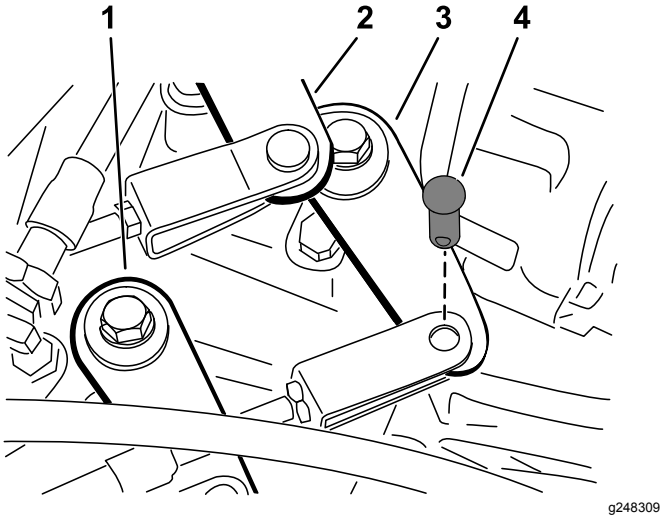

Figura 44
2. Togliete i perni che fissano i cavi ai bracci del cambio del transaxle (Figura 44).
1. Togliete il perno a testa che fissa il cavo del range Superiore – Inferiore al transaxle (Figura 44).